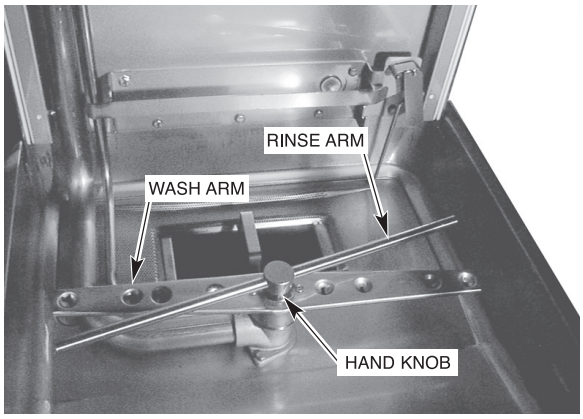

Fig. 39
11. Remove and check wash arms and rinse nozzles (Figs. 39, 40) to make sure they are free of any lime and solids. Refer to Maintenance, page 35.
Upper and lower wash and rinse arms (page 31, Figs. 39, 40) should turn freely and continue turning for a few seconds after being whirled by hand. To check, rotate arms and remove any obstructions causing improper operation.
To remove the lower wash arm, unscrew the hand knob and lift the rinse arm off (Fig. 39). The wash arm can be lifted off once the rinse arm is removed.